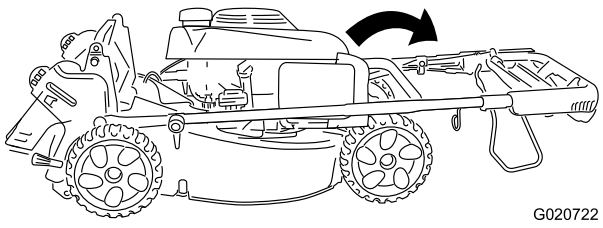

Figur 4
2. För försiktigt det övre handtaget framåt tills det är i linje med det andra handtaget och de kan kopplas ihop enligt figur 4.